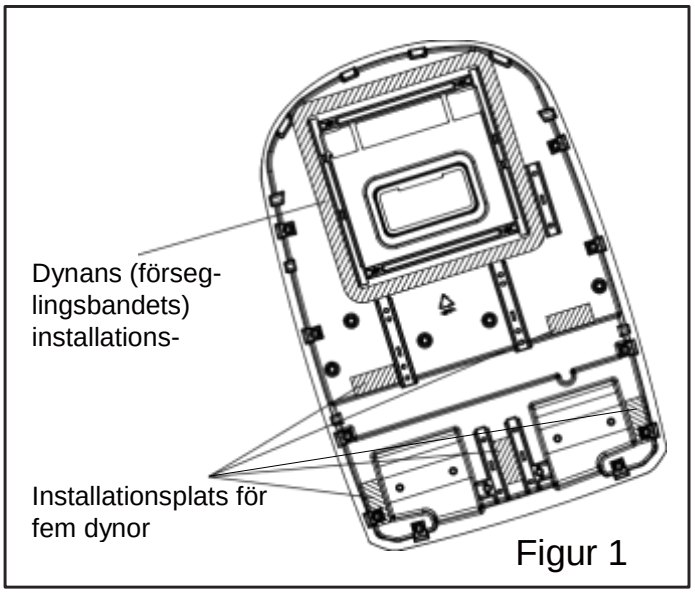

Figur 1
1. Rengör utomhusenheten på installationsplatsen (se figur 1).
Fäst tätningsbandet på utomhusenheten enligt figur 1.